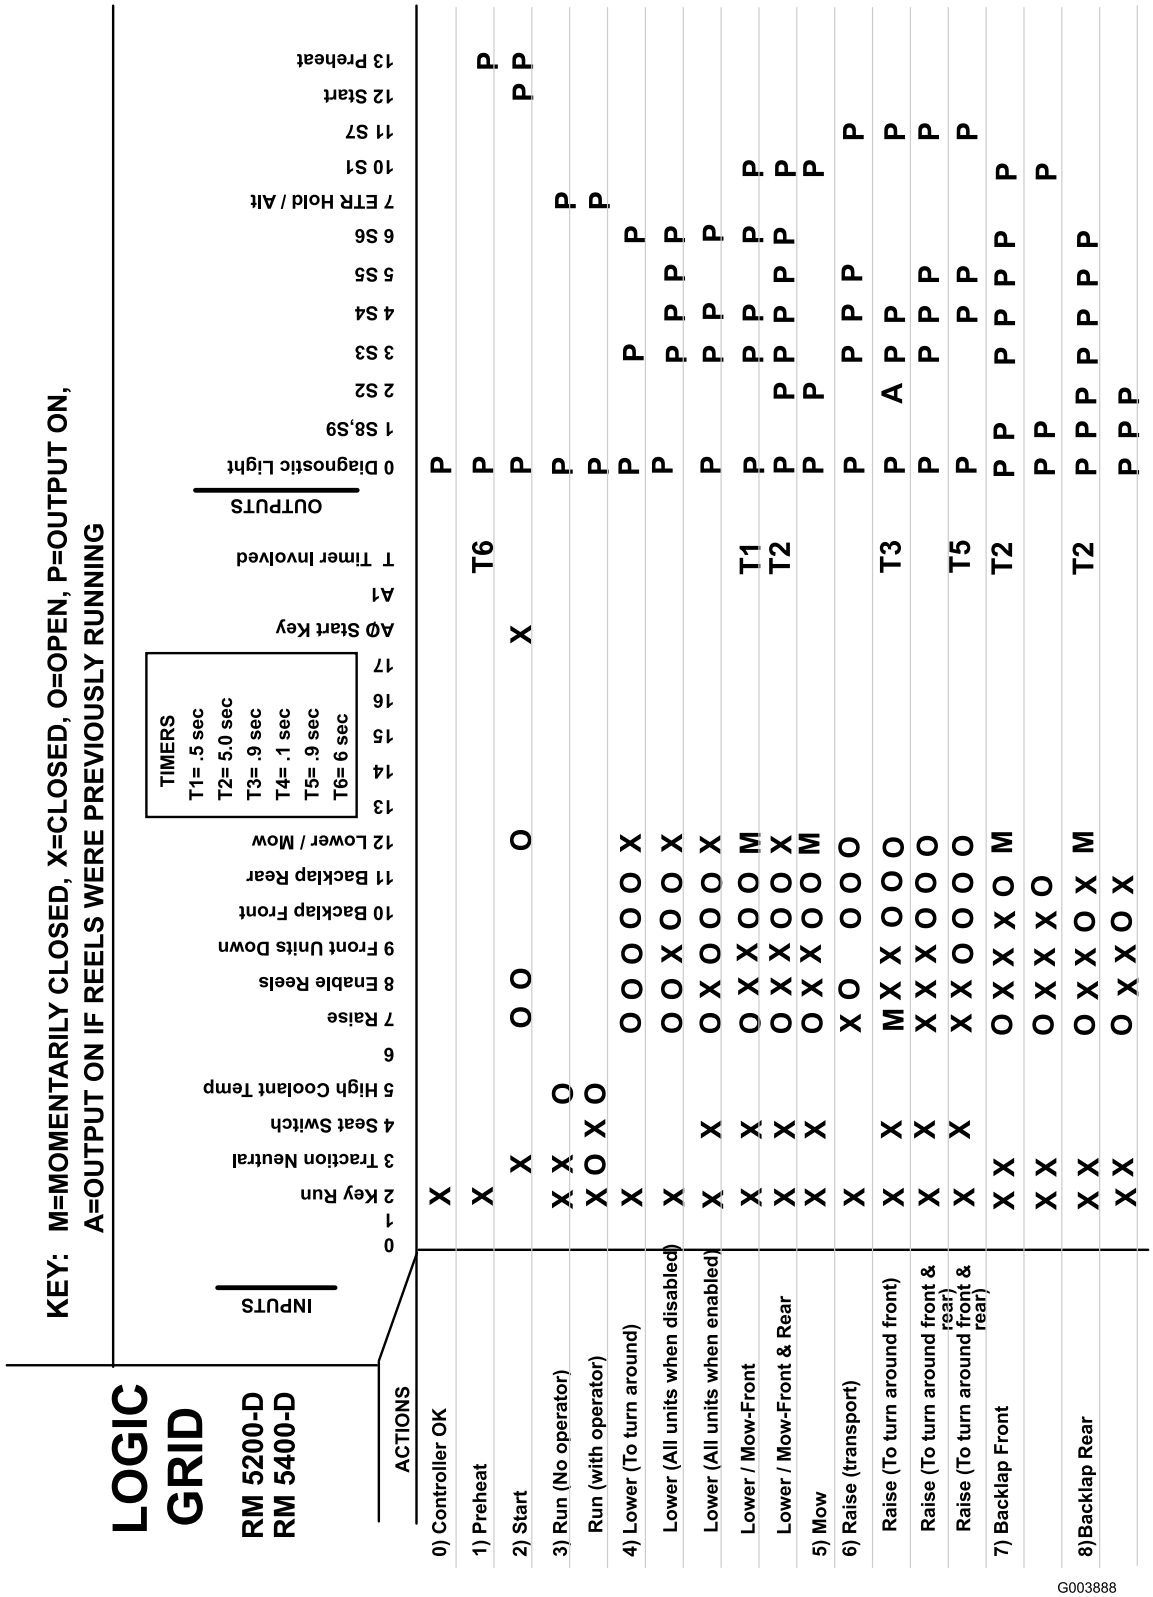

Figur 40
8. Sæt dig i sædet, og prøv at betjene den ønskede maskinfunktion. (Hvis du har brug for hjælp til at kontrollere de rette indgangsindstillinger for hver funktion, skal du se i Figur 40). De tilhørende udgangssignallysdioder skal lyse for at angive, at den elektroniske styreenhed tænder for den pågældende funktion. (Se oversigten (Figur 40) for at være sikker på de specificerede udgangssignallysdioder.